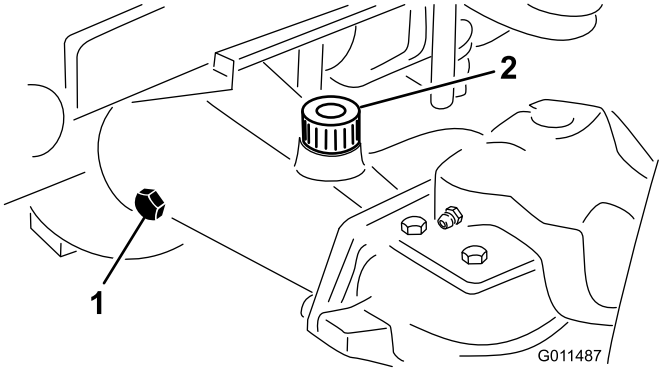

Figur 60
2. Fjern en kontrolprop fra akslens ene ende, og sørg for, at oliestanden når op til bunden af hullet (Figur 60).